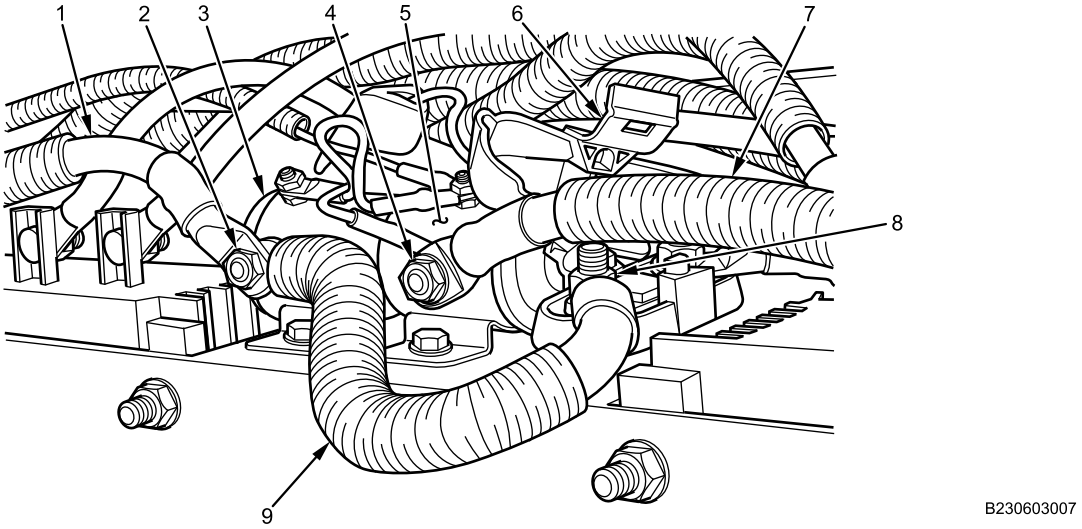

Figure 5. Megafuse Feed Cable.
5. Install megafuse feed cable (Figure 5, Item 9) and nut (Figure 5, Item 8) on megafuse holder. Tighten nut securely.
6. Install megafuse cover (Figure 5, Item 6) on megafuse holder.
7. Install positive battery cable (Figure 5, Item 7) and nut (Figure 5, Item 4) on 12V battery disconnect solenoid switch (Figure 5, Item 5). Tighten nut securely.
8. Install positive battery cable (Figure 5, Item 1), megafuse feed cable (Figure 5, Item 9), and nut (Figure 5, Item 2) on 24V battery disconnect solenoid switch (Figure 5, Item 3). Tighten nut securely.